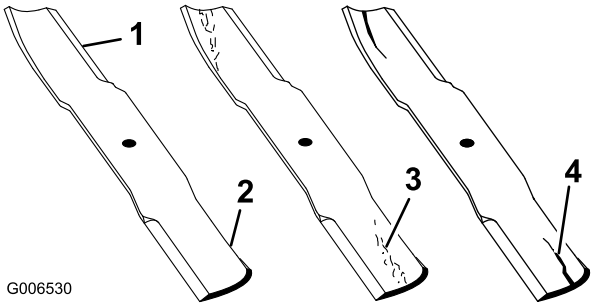

**Figur 51**
1. Undersøk kniveggene (Figur 51). Hvis kniven er sløv eller hvis det er hakk i den, må den tas av og slipes. Se Slipe knivene.
2. Undersøk knivbladene, spesielt buen (Figur 51). Hvis du finner skader, slitasje eller ser at det begynner å bli hull i denne delen av kniven (del 3 i Figur 51), må den skiftes ut øyeblikkelig.